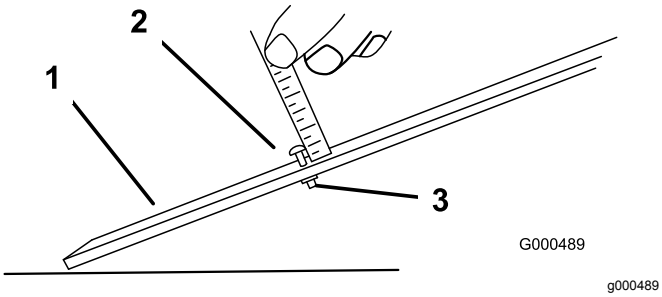

Figur 13
1. Løsn møtrikken på målestangen, og indstil justeringsskruen til den ønskede klippehøjde (Figur 13).